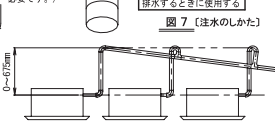

図6
- ●集中ドレン配管を行う場合は、1/100以上の下り勾配を付け、空気だまりができないようにしてください(図6参照)